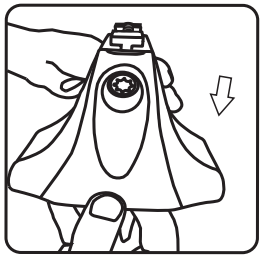

рис. 1
2.2 Возьмите из комплекта опору и снимите крышку опоры (рис.1). Обратите внимание: крышки опор не закрыты на замок.